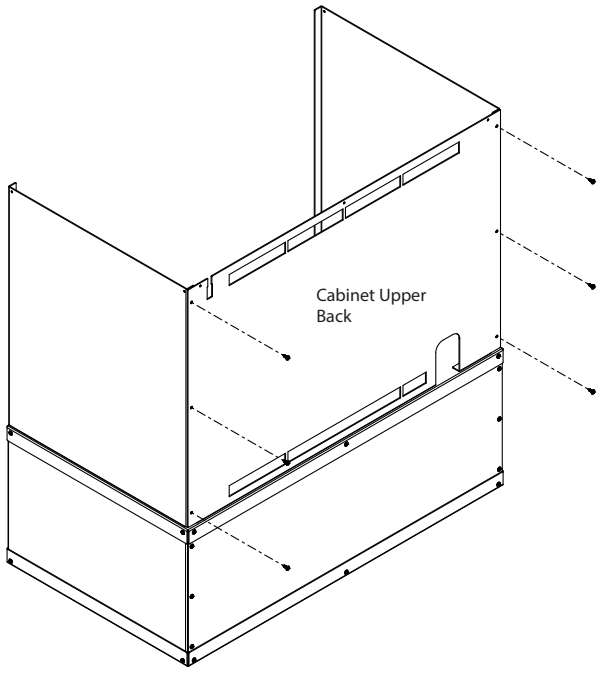

Figure 6.7
7. Assemble cabinet upper back to cabinet upper sides using 6 screws. See Figure 6.7.